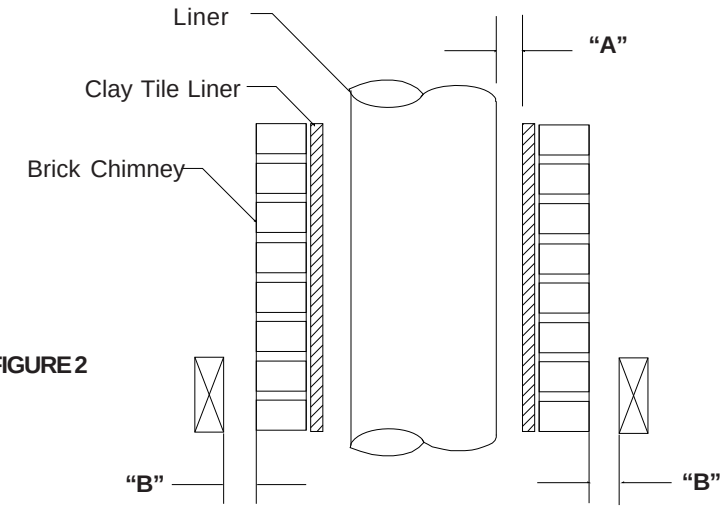

FIGURE 2
- If the chimney is constructed inside the structure, a minimum of two inches of unobstructed air space must surround the chimney to any combustible material. If the chimney is constructed on the outside of the structure, in the US, one inch (1/2" in Canada) of unobstructed air space must be maintained between the chimney and all other combustible materials. See Table 1 and Figure 2.
- This system is approved in Canada and the United States with an approved Ceramic Insulation Wrap to reduce the clearance to combustible construction outside of a masonry chimney only. The clearance between the masonry chimney and combustible materials is dependent on the installation configuration as shown in Table 1 and Figure 2.
TABLE 1 - AIR SPACE CLEARANCES TO LINER (see Fig. 2)